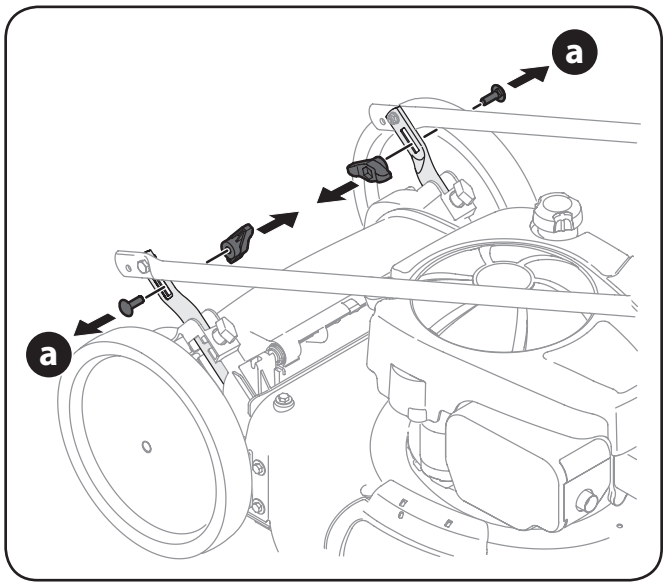

Figura 3-1
a. Quite los tornillos y tuercas de mariposa transporte desde el mango como se muestra en Figura 3-1. No afloje o quitar adyacentes tornillos de cabeza hexagonal.